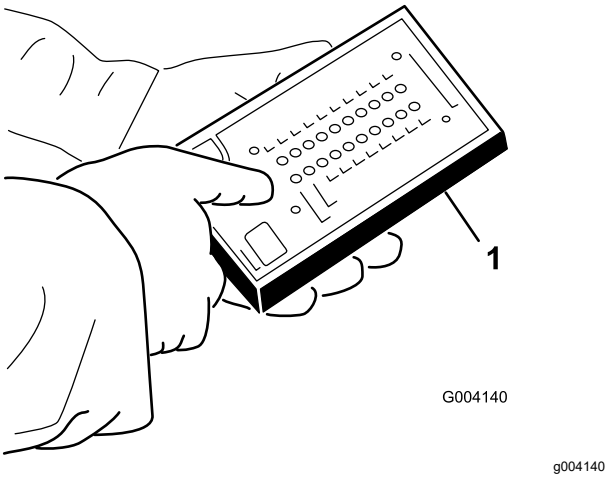

**Figur 38**
5. Koble diagnostikkinstrumentet ACEs displaykonnektor til ledningssatskontakten (Figur 38).